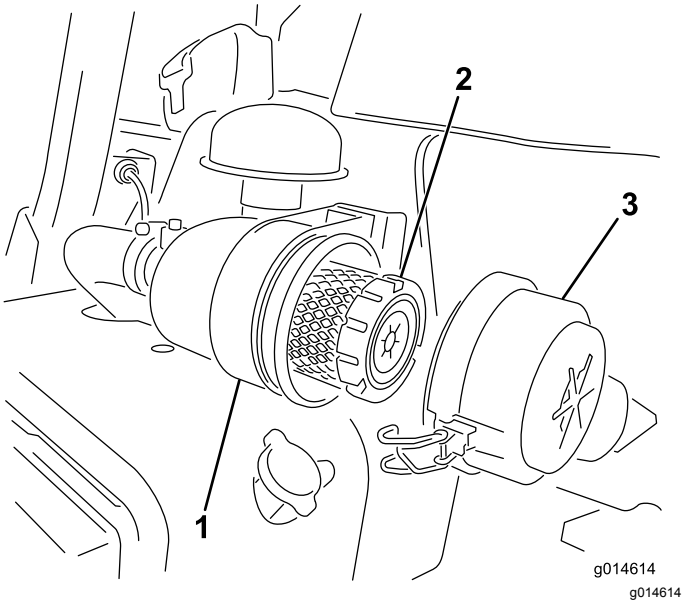

Figur 25
1. Utløs låsene som fester luftrenserdekslet til luftrenserhuset (Figur 25).
7. Fest låsene (Figur 25).